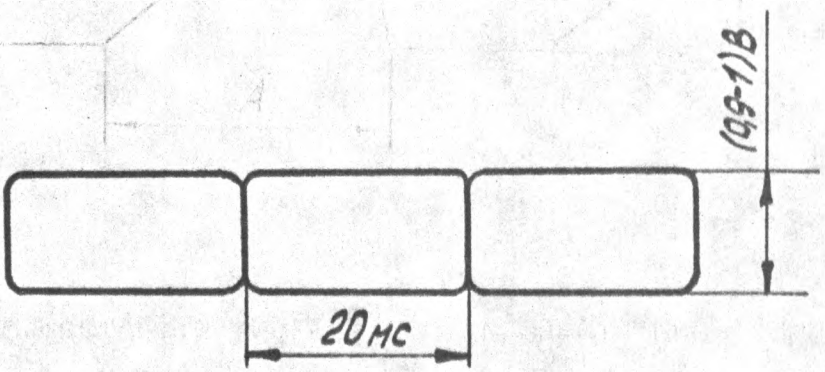

РИС.7.12
7.3.6.3. ПОДКЛЮЧИТЕ ОСЦИЛЛОГРАФ С9-1 К КОНТРОЛЬНОЙ ТОЧКЕ 1Х15 БВЗ А3, ВОСПРОИЗВЕДИТЕ ТОЛЬКО ЧТО СДЕЛАННУЮ ЗАПИСЬ И С ПОМОЩЬЮ РЕЗИСТОРОВ А3-1R54 И А3-1R136 ОТРЕГУЛИРУЙТЕ СИГНАЛ,КАК ПОКАЗАНО НА РИС.7.12.
7.3.9.12. УСТАНОВИТЕ РАЗВЕРТКУ ОСЦИЛЛОГРАФА С9-1 5 MS/ДЕЛ, ПОДКЛЮЧИТЕ ЕГО К КОНТРОЛЬНОЙ ТОЧКЕ 1Х15 БВЗ А3 И РЕЗИСТОРАМИ А3-1R54 И А3-1R136 БВЗ А3 ОТРЕГУЛИРУЙТЕ СИГНАЛ,КАК ПОКАЗАНО НА РИС.7.12.